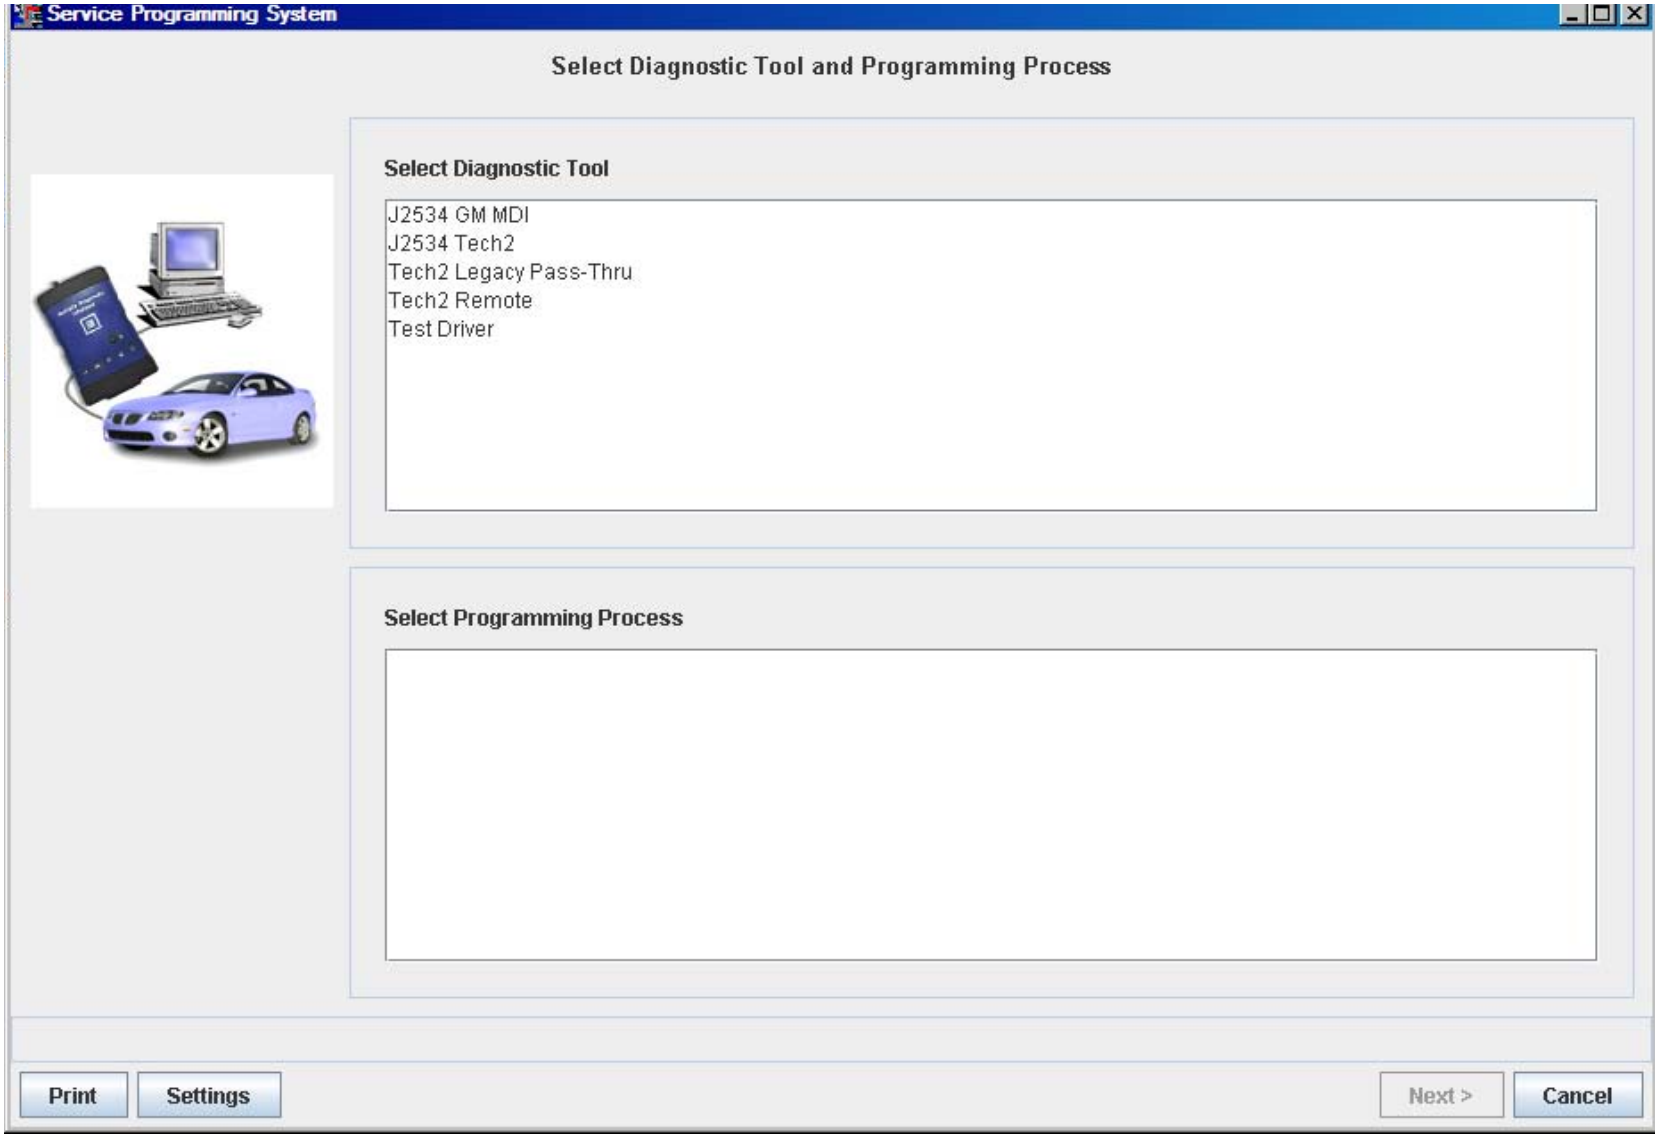

FIGURE IV-10.
- Select Programming Process (Figure IV-10).